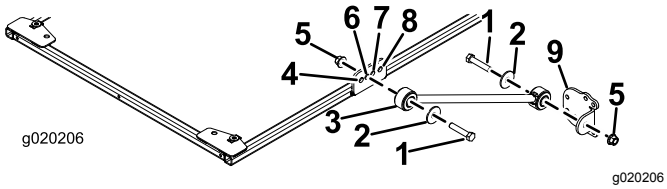

Figure 21
- For Models 30446, 30446N, 30447, and 30447N, on each side of the sunshade frame, loosely mount a brace to the **second** hole of the brace bracket with a bolt (1/2 x 2-1/2 inches), washer (1/2 inch), and flange nut (1/2 inch) as shown in Figure 21.